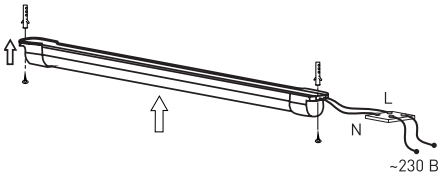

Рисунок 1. Схема подключения светильника к сети 230В.
3.3.2. Этот провод необходимо подключить к проводу источника питания с помощью клеммника в соответствии со схемой, изображенной на рис.1;